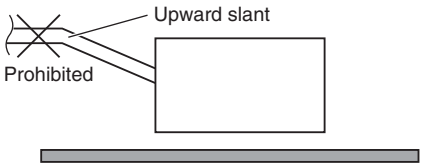

Fig. 2-126
- Do not install the pipe with an upward slant from the connection port. This will cause the drain water to flow backward and leak when the unit is not operating. (Fig. 2-126)